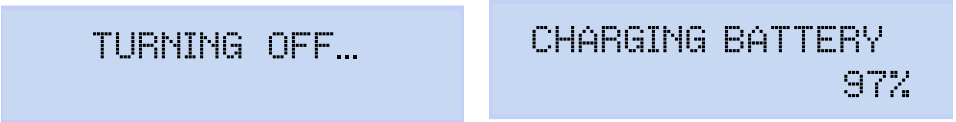

Abbildung 32:Die Bildschirme beim Ausschalten des Geräts und für den Akkuladestatus (2 und 3).
Während das Gerät heruntergefahren wird, wird der in **Abbildung 32** (2) dargestellte Bildschirm angezeigt. Wenn das Gerät mit Strom versorgt wird, wird der Akkuladestatus angezeigt, **Abbildung 32** (3).